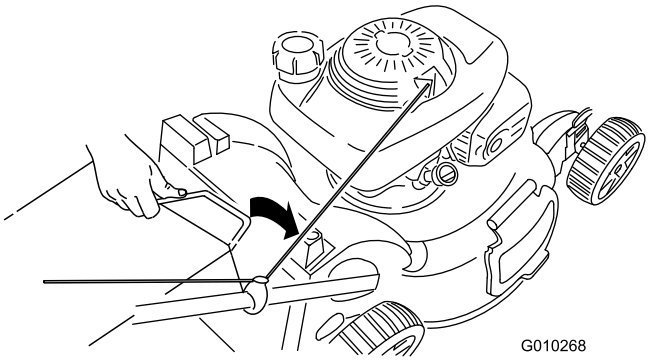

Figuur 27
3. Schuif de hendel van de grasvanger in de groeven bovenop de maaimachine (Figuur 27).